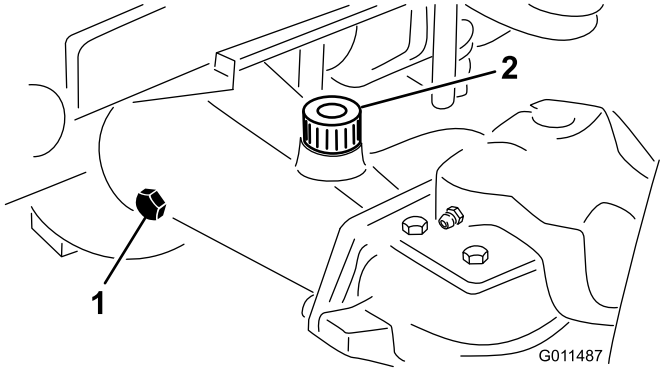

Bild 60
2. Entfernen Sie die Prüfschraube aus einem Ende der Achse und stellen sicher, dass das Fett die Unterseite des Lochs erreicht (Bild 60).